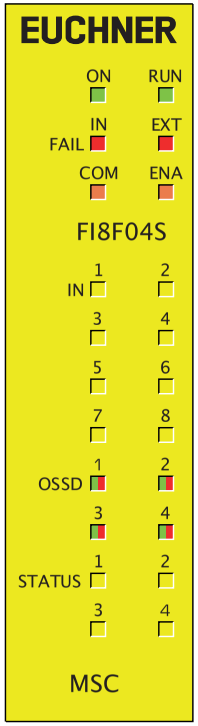

Bild 31: FI8FO4S
8.4.4. Modul FI8FO4S *(Bild 31)*